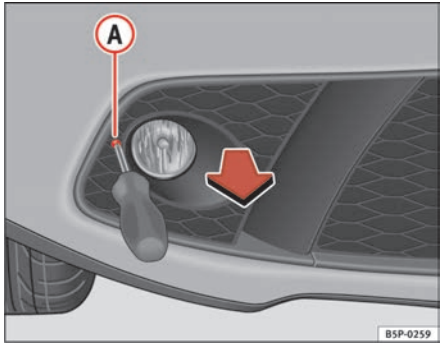

Fig. 205 Access to towing eye housing
- Remove screw (A) ⇒ fig. 205.